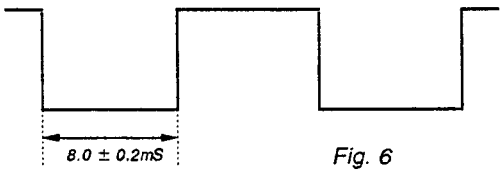

Fig. 6
5) Connect the oscilloscope probe to IC502 Pin 7, then adjust [V DELAY] so that the waveform is as in Fig. 6.